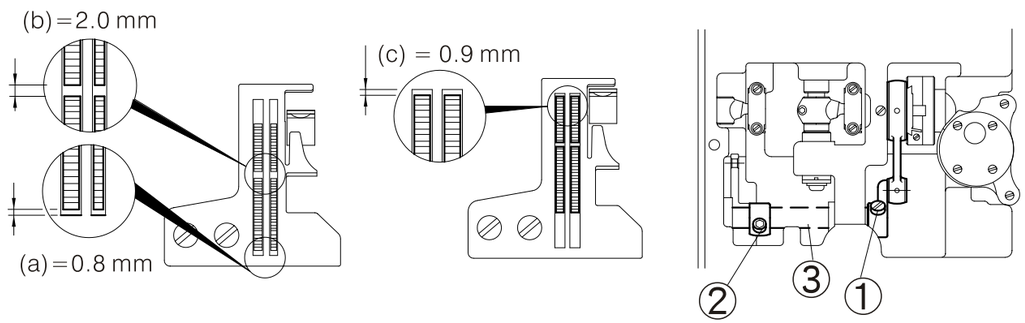

Fig. 19
(1) Cuando el largo de la puntada esta en su máximo. La distancia (a) desde el transportador dentado diferencial al final de la ranura de aguja es 0.8mm
(2) Cuando el transportador dentado frontal y diferencial estén en el punto más cerca al hilo. El espacio (b) entre los dos transportadores debe ser de 2.0 mm.
(3) Para ajustar:
a. Ajustar el largo de la puntada a su máximo, y afloje el tornillo 1 y 2. Después mueva la manivela 3 atrás y adelante para ajustar el espacio (c) a 0.9 mm y (b) a 2.0 mm (Fig. 19)